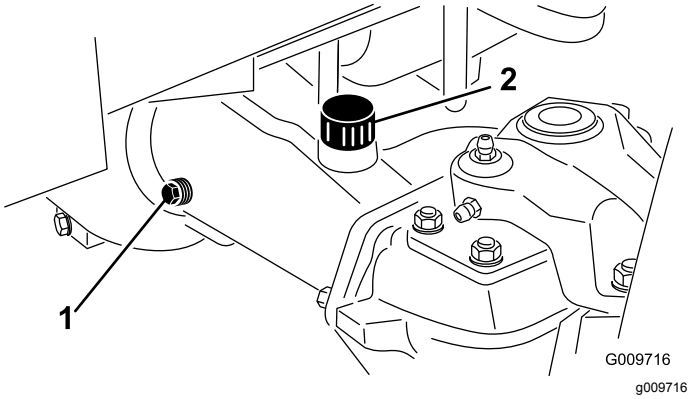

Figur 85
2. Fjern en kontrollplugg fra én ende av akselen, og kontroller at oljen når opp til bunnen av hullet (Figur 85).